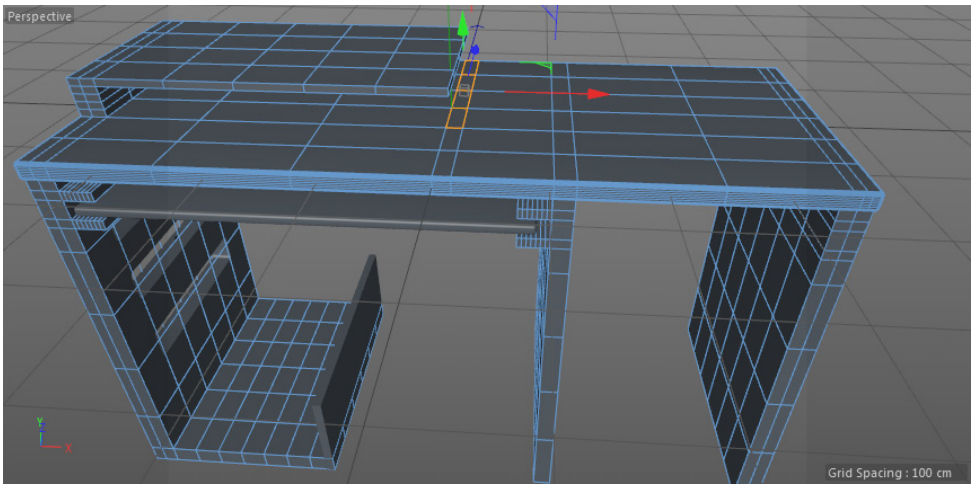

Figure 3-102 *The selected polygons of Computer table*
1. Make sure the polygon mode is activated. Choose the **Live Selection** tool from the Command Palette and make sure that the **Only Select Visible Elements** check box is selected. Now, select the polygons of *Computer table*, as shown in Figure 3-102.